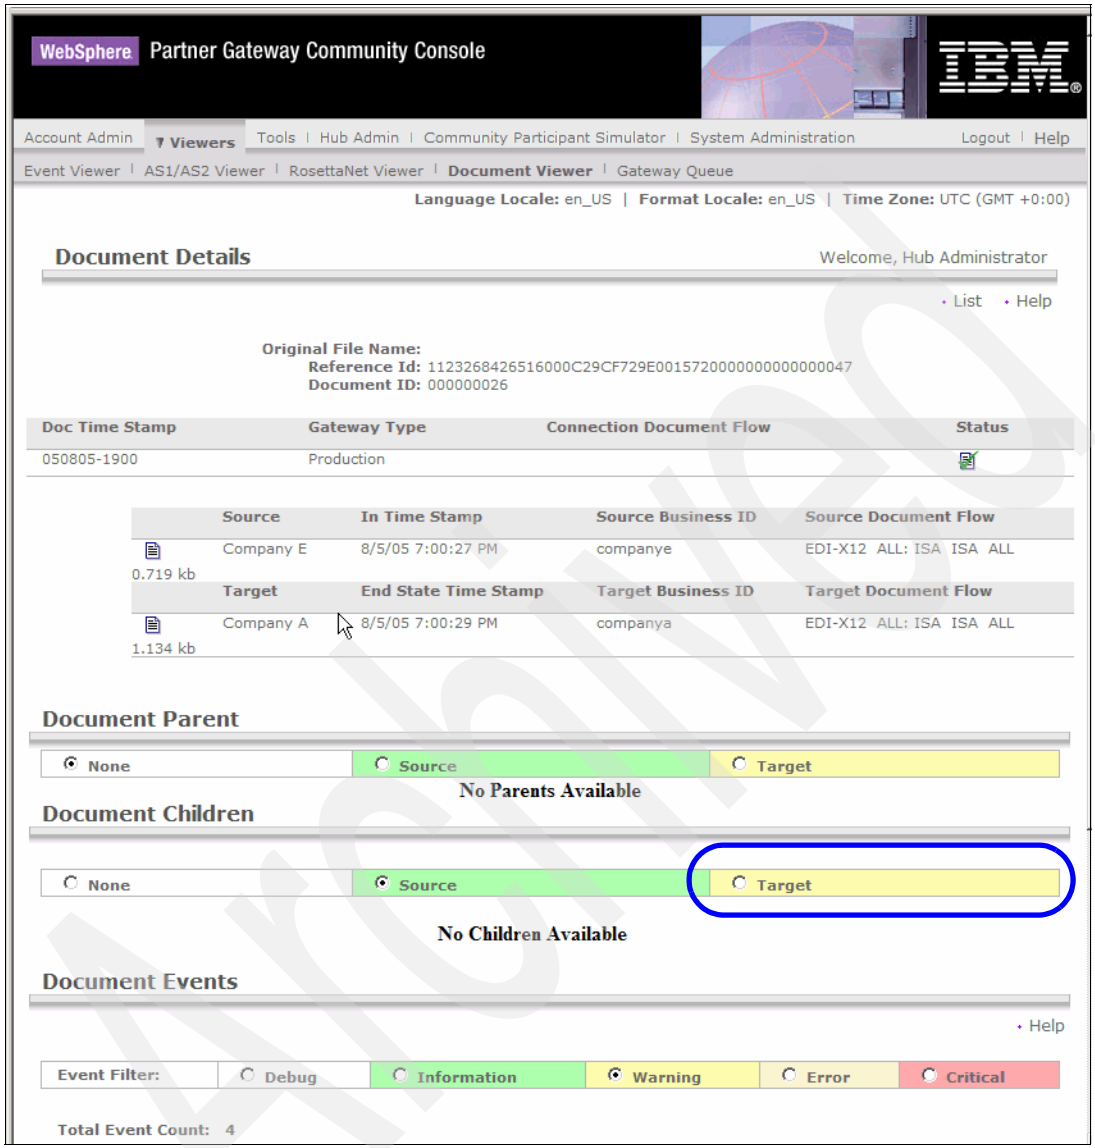

Figure 22-5 Selecting target children view
2. The detailed view of this envelope is shown in (Figure 22-5 on page 779). The transactions that are inside this envelope are not source children, because they did not come from this envelope. They are target children since they were enveloped into this document for outbound transmission. Click **Target** (Figure 22-5 on page 779).